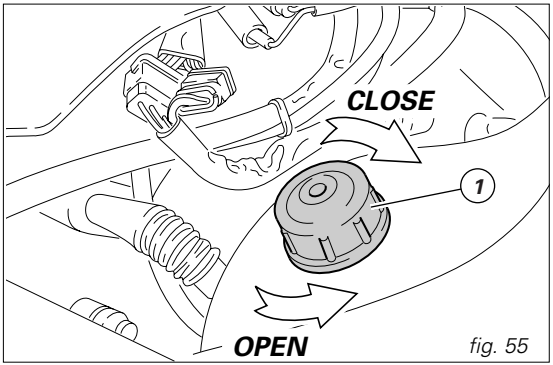

fig. 55
*Unscrew the filler (1, fig. 55) and add a mixture consisting of water and antifreeze SHELL Advance Coolant or Glycoshell (35-40% of the volume) up to **MAX** mark.*